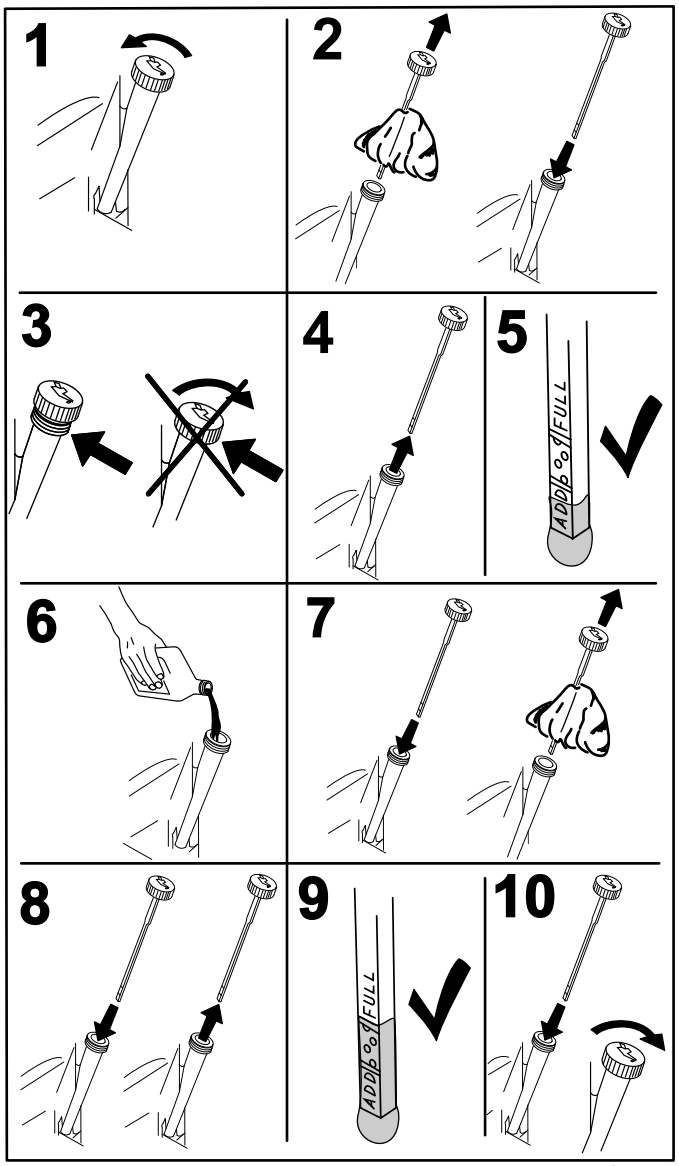

Figuur 15
2. Verwijder de peilstok (Figuur 14) en veeg deze af met een schone doek (Figuur 15).